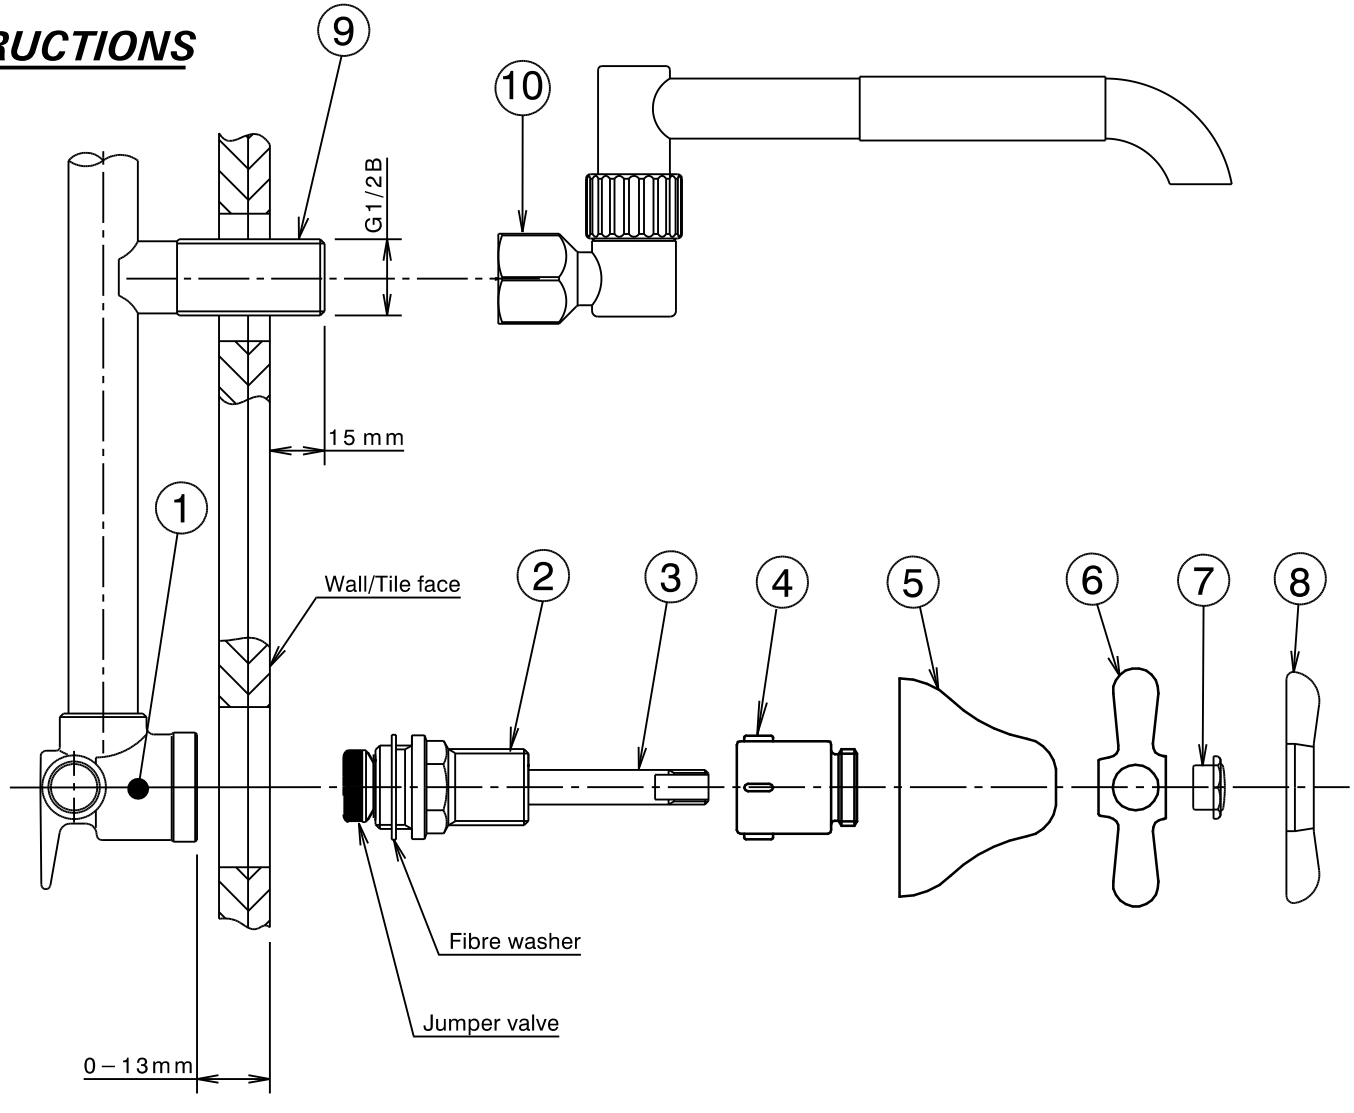

Fig. 1
1) Check that the face of the recess tap body (1) is between 0–13mmfrom the wall/tile face, as shown in Fig.1
2) Check seats in recess tap bodies (1) are in good condition and free of foreign materials. Reseat if required.